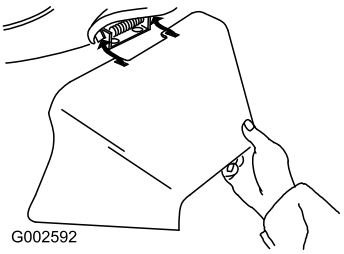

Figura 29
3. Instale el conducto de descarga lateral y cierre la puerta sobre el conducto (Figura 29).